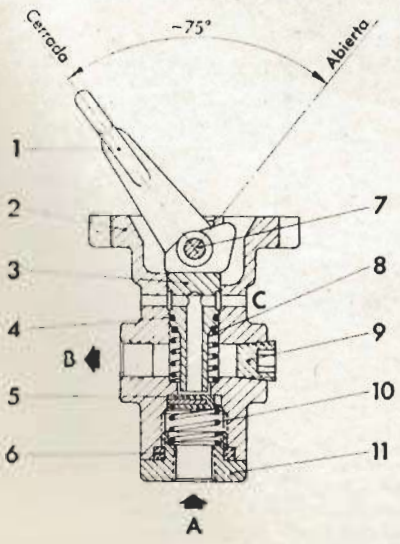

**Fig. 4.2. - Válvula de dos vías**
## 4.2 VÁLVULA DE DOS VÍAS (fig. 4.2)
Conectada la palanca (1) en posición de abierta, el émbolo y la válvula (5) son presionados hacia abajo, pasando el aire comprimido de (A) a (B) a través del espacio que deja libre la válvula (5) (ver detalle en fig. 4.2) y cerrándose a la vez el paso de aire a la atmósfera por el mismo extremo del émbolo, que abre la válvula.